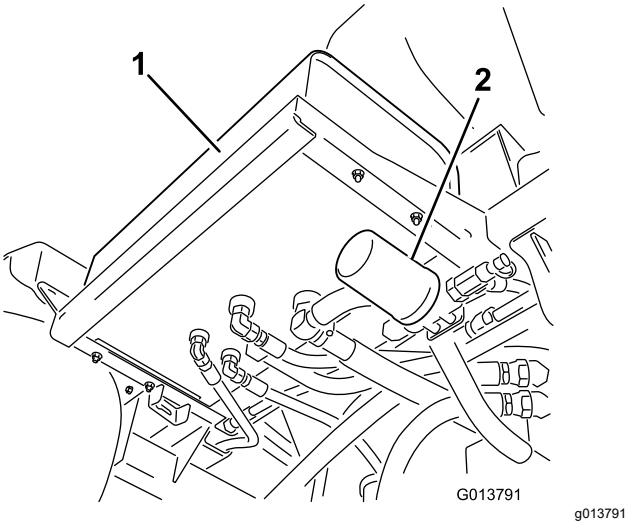
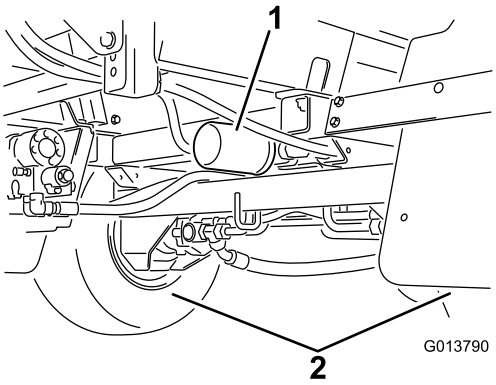

図 104
図 105
2. 車体についている 2 つの油圧フィルタを両方とも取り外す 図 104 と 図 105。